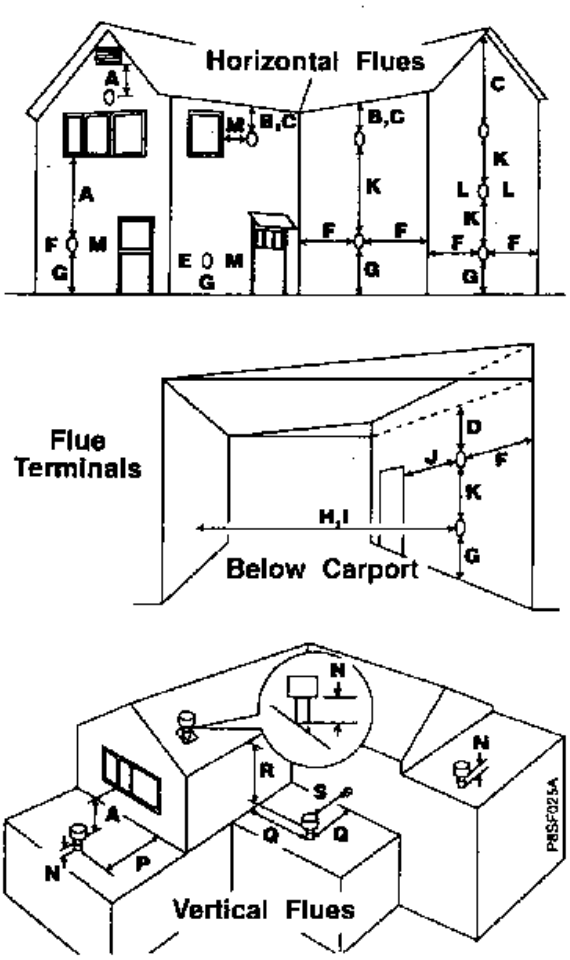

Fig 6
1.3 Flue Terminal and Ducting (Fig: 6 - a, b & c)
90° In-line elbow kits and **135° In-line Bend** kits are also available for more flexible siting. Horizontal flues can be set at 45 °angles to the combination boiler, through 360 °, to the miniature terminal on the outside of the building. The siting positions for horizontal flue terminals are shown in Figs. 6. - a) & b).
135° Off-set kits are available for both concentric and twin tube. The siting of the flue terminal through a roof is shown in Fig 6. - c).